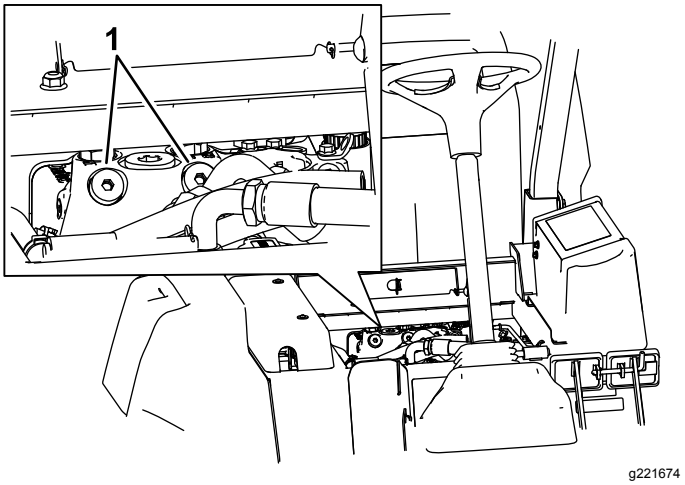

Figur 38
1. Hæv sædet, og fint omløbsventilerne. De er placeret under det forreste af brændstoftanken (Figur 38).